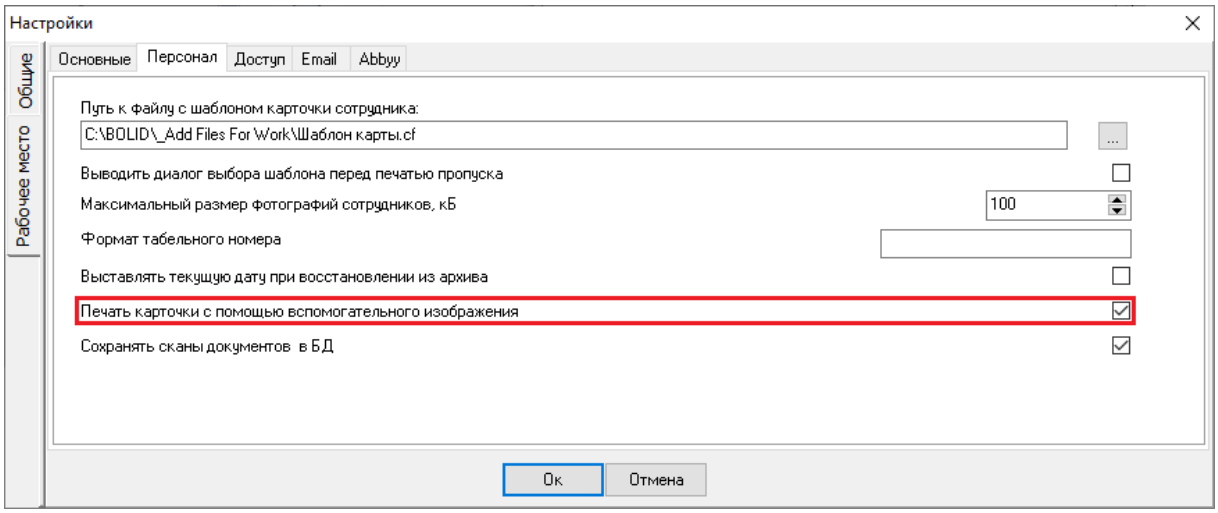

Рисунок 6-797 Выбор параметра "Печать карточки с помощью вспомогательного изображения"
– если используется модель принтера с магнитным блоком, то выбрать параметр «Печать карточки с помощью вспомогательного изображения» (см. Рисунок 6-797).